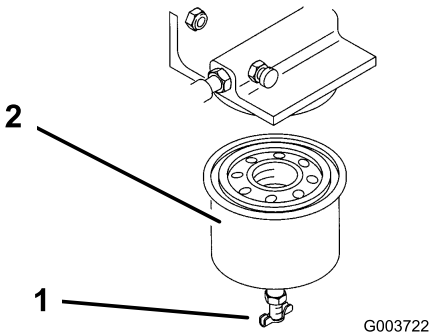

Figure 30
4. Open the drain valve (Figure 30) and drain the fuel from the fuel filter into a suitable container and dispose of it properly.
5. Remove the fuel filter with a filter wrench (Figure 30).